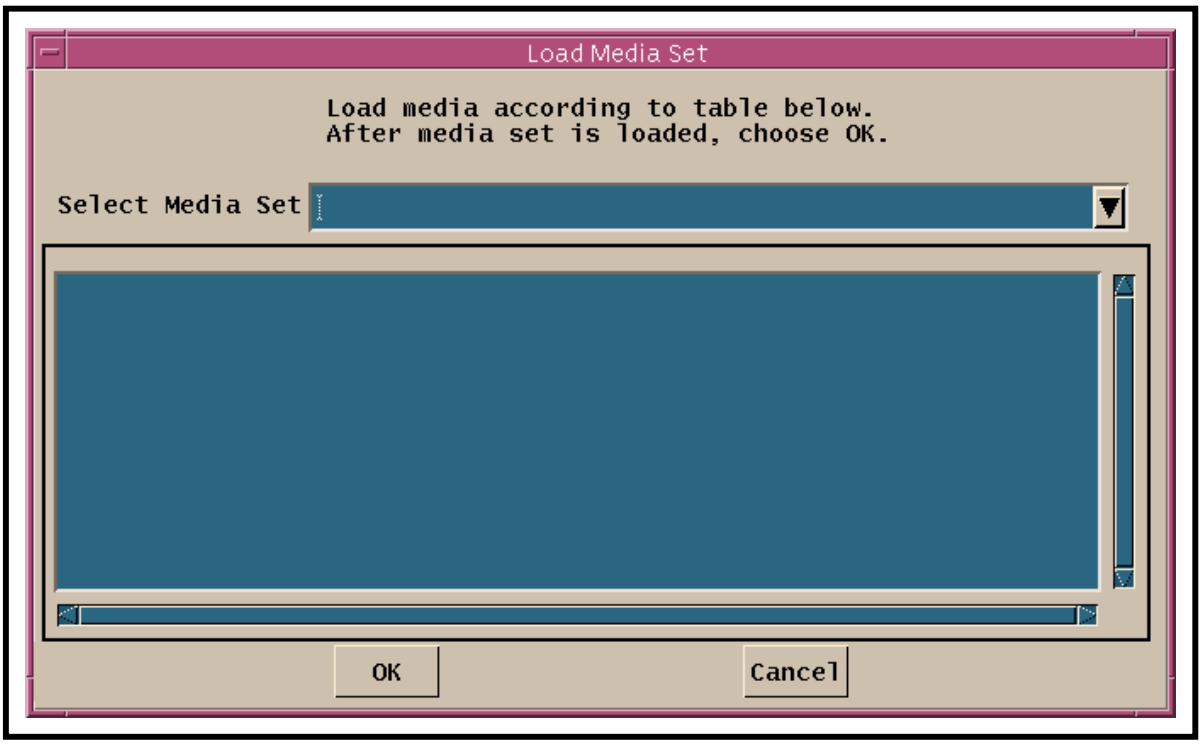

Figure 26. Load Media Set Window
– If **Load Media Set** is selected, a **Load Media Set** window (Figure 26) is displayed.